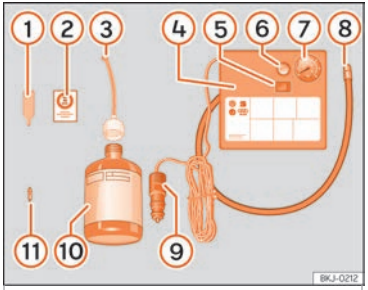

Fig. 70 Representación estándar: contenido del kit antipinchazos.
- Desenrosque la caperuza y el obús de la válvula del neumático. Utilice el aparato ››› **fig. 70 ①** para extraer el obús. Colóquelo en una superficie limpia.
- Agite con fuerza la botella de sellante de neumáticos ››› **fig. 70 ⑩**.
- Enrosque el tubo de inflado ››› **fig. 70 ③** en la botella de sellante. El precinto de la botella se romperá automáticamente.
- Retire el tapón del tubo de llenado ››› **fig. 70 ③** y enrosque el extremo abierto del tubo en la válvula del neumático.
- Vuelva a colocar el obús con el aparato ››› **fig. 70 ①** en la válvula del neumático.
- Enrosque el tubo de inflado del neumático del compresor ››› **fig. 70 ⑧** en la válvula del neumático.
- Compruebe que el tornillo de evacuación de aire está cerrado ››› **fig. 70 ⑥**.
- Acople el conector ››› **fig. 70 ⑨** a toma de corriente de 12 voltios del vehículo ››› **pág. 191**.
- Conecte el compresor de aire con conmutador ON/OFF ››› **fig. 70 ⑤**.
- Pegue el adhesivo ››› fig. 70 ② en el cuadro de instrumentos, dentro del campo visual del conductor.